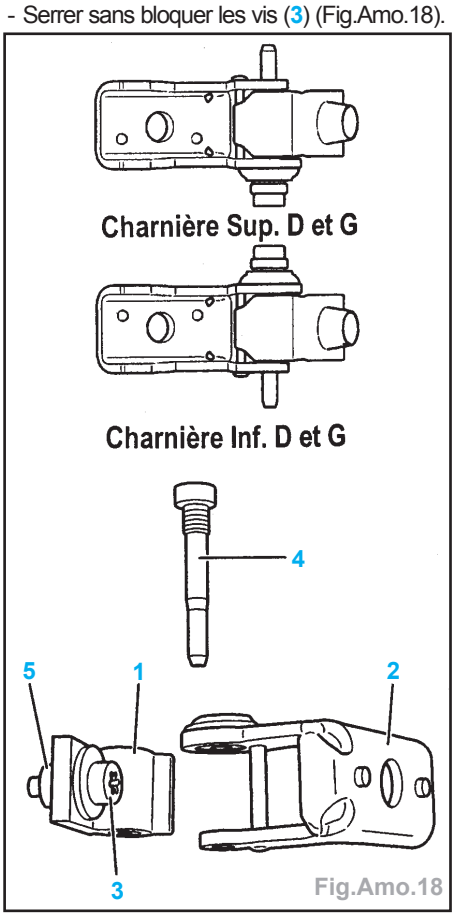

Fig.Amo.18
- Mettre en place les charnières (1) munies de pions de centrage sur le pied milieu.
- Serrer sans bloquer les vis (3) (Fig.Amo.18).
- Serrer sans bloquer, les vis (3) charnières sur la porte (Fig.Amo.18).